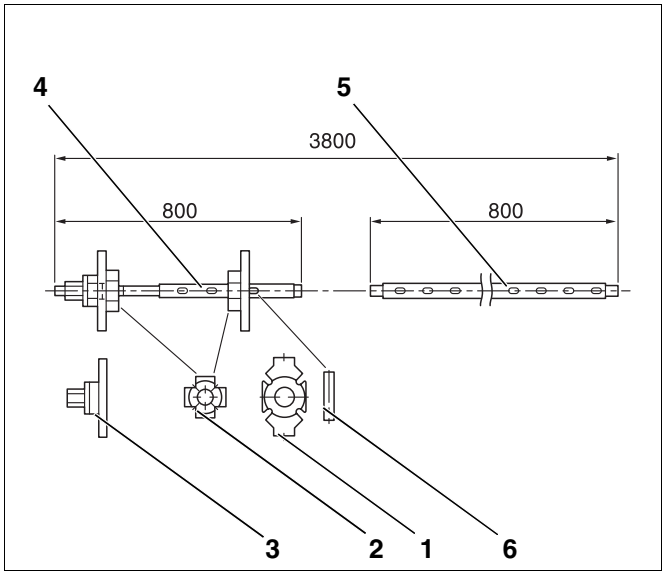

Afb. 2 Set keteltrekstangen maat 2.3 (maten in mm)
– keteltrekstangen 2.3 (afb. 2, pagina 12)